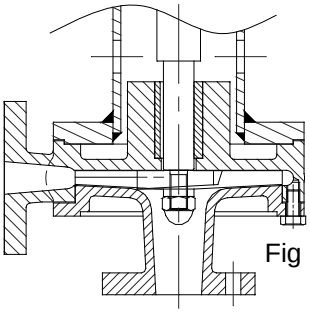
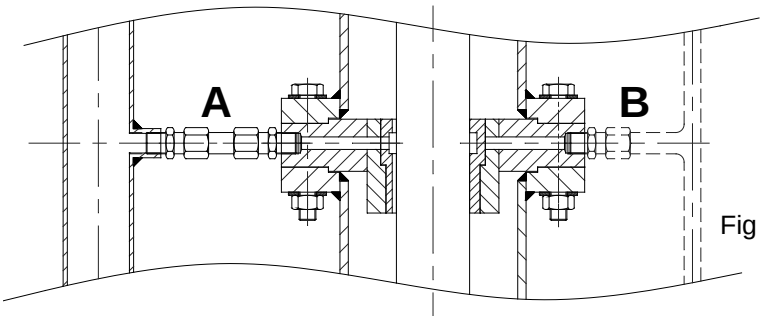

Fig 18
Fig 19
Les pompes verticales comportes des coussinets (de pied Fig 18, ou intermédiaire Fig 19) qui peuvent être lubrifiés soit par le liquide pompé (A), soit par un arrosage externe(B), dans ce dernier cas un contrôle de la lubrification doit être effectué. Si la lubrification s'effectue par le liquide pompé, un détecteur de niveau doit être installé sur le bac de manière à ce que l'hydraulique ne soit jamais dénoyée.